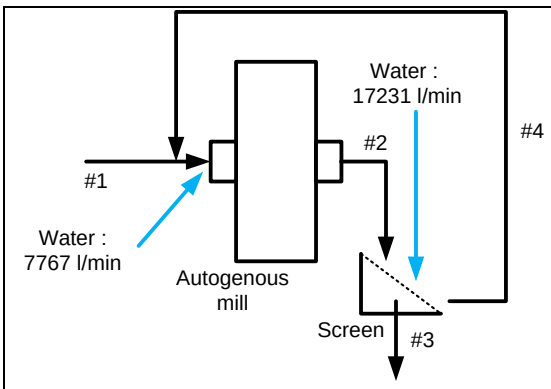

Figure 1. Grinding circuit.
b. A typical iron ore grinding circuit is shown in Figure 1. The ore density is 3.4 g/cm3. The size distributions of samples collected on the main streams during steady state operation of the process are given in Table 1. Using the data of Table 1 calculate:
iii. The ore flow rate (t/h) in the circulating load, i.e. stream #4 in Figure 1 (4 points)
Table 1. Data for the circuit of Figure 1.